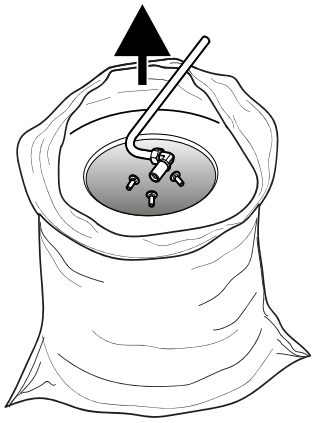

Fig. 22
10. Remove the carriage bolts and air tubes from the filter cartridge (**Fig. 22**) for fitting to the new cartridge filter.